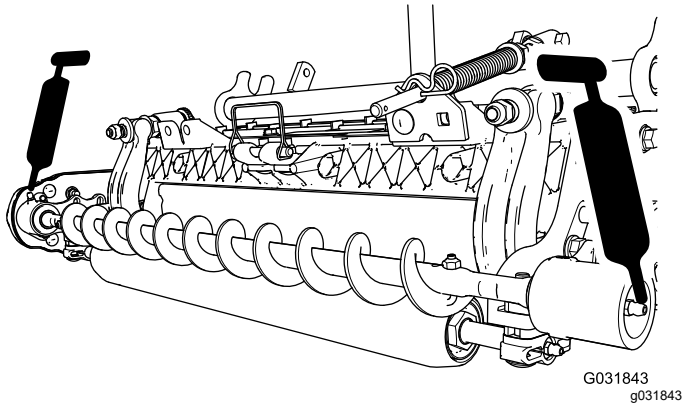

Rysunek 20
3. Wtłocz przez smarowniczki na każdej obudowie łożyska szczotki wałkowej smar litowy nr 2 (Rysunek 20). Usuń nadmiar smaru, w szczególności wokół uszczelek wargowych.